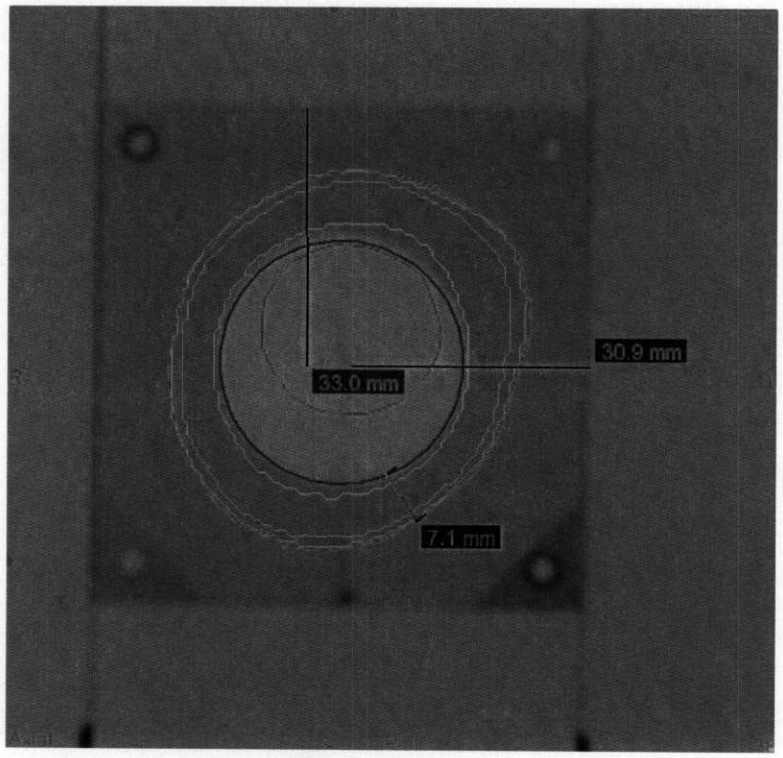

**Figure 7 Rulers**
*Figure 7 Rulers, page 11* shows a sample set of measurements created with the ruler. On the top right are buttons that allow you to **delete** the active measurement or to **clear all** the measurements. You can also adjust the active measure by grabbing either end and dragging it to a different spot on the screen.